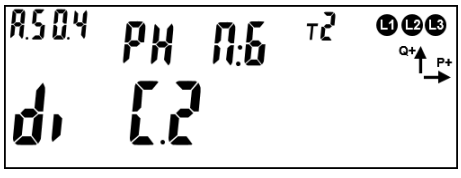

Рисунок 193 – РУН в состоянии «разомкнуто»
- Вариант 2: (см. рисунок 193)
6.9.9.2 На ЖКИ кадре отображено (см. рисунок 193):